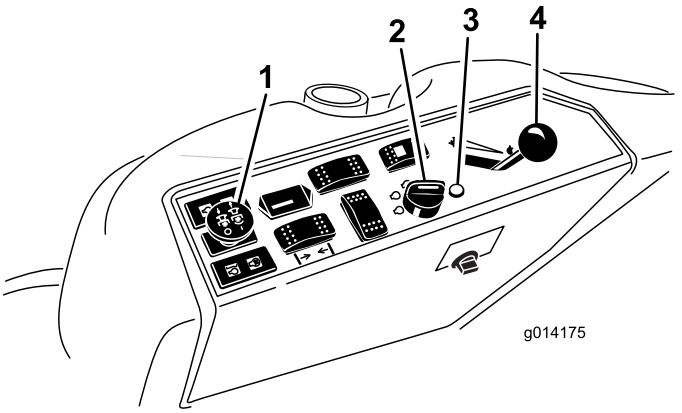

Figur 11
4. För kraftuttagsbrytaren till det urkopplade läget (Figur 11).
5. För gasreglaget till mittläget mellan långsamt och snabbt (Figur 11).